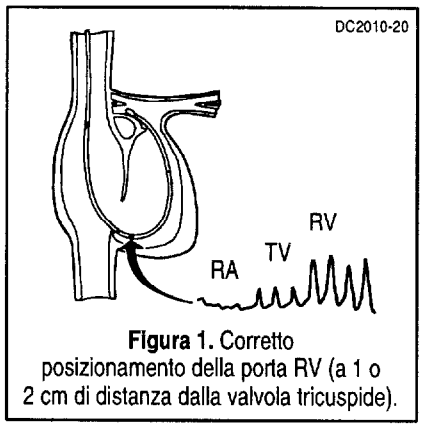

Figura 1. Corretto posizionamento della porta RV (a 1 o 2 cm di distanza dalla valvola tricuspide).
2. Connettere il raccordo del lume RV del catetere al trasduttore di pressione e verificare il posizionamento corretto della porta RV (a 1 o 2 cm di distanza dalla valvola tricuspide) (Figura 1). Per evitare che il catetere si muova, fissarlo al sito di inserimento.